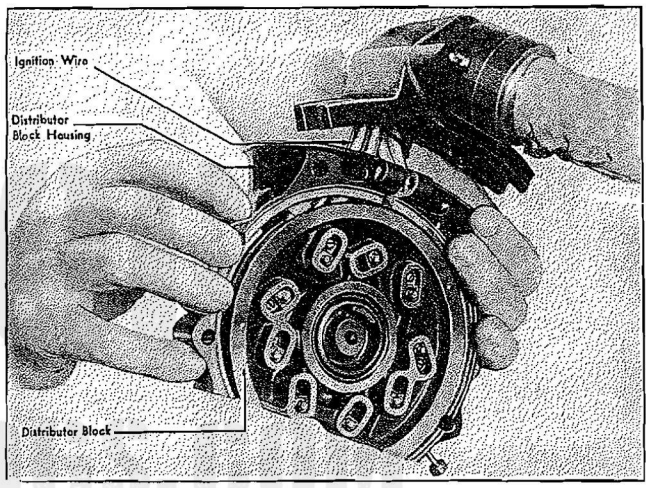
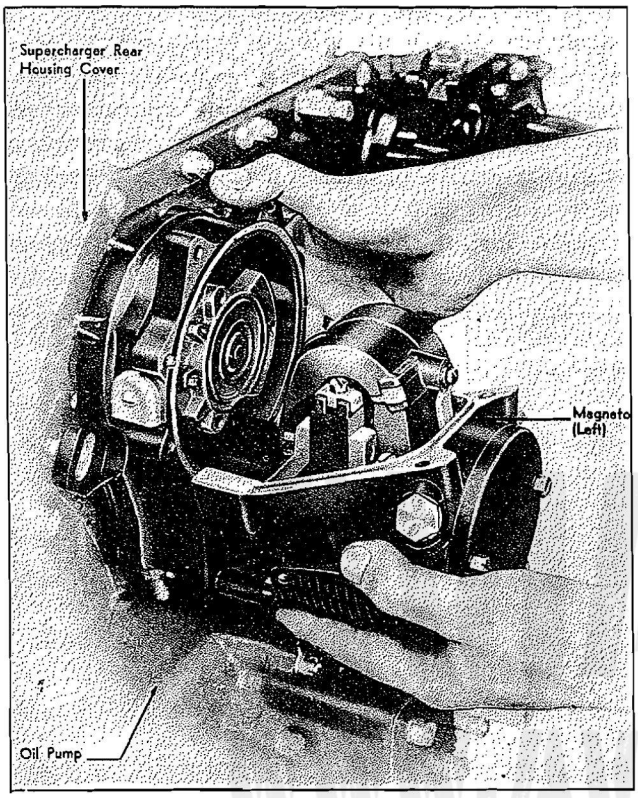

Figure 42—Removing Magneto Block Housing
Figure 43—Removing Magneto
a. Remove the vacuum pump, electric tachometer, and other spare drive accessories, if used, from their respective mounting pads. Remove the generator. Open end wrench (Tool No. 801080) is designed to provide accessibility to the generator attaching nuts. Remove the starter. Box wrench (Tool No. 801081) and open end wrench (Tool No. 84654) are designed to provide accessibility to the starter attaching nuts. Remove the two magnetos in accordance with the following instructions: Remove the six cap screws and lock washers which secure the coil cover to the front end of each magneto, passing through the radio shield assembly. Remove the two cap screws which secure the coil cover to the housing of each magneto at the breaker end of the housing. Lift off the coil covers. Pull the radio shield assembly of each magneto, in which the distributor block is housed, back toward the coil to disengage it from the front end plate of each magneto, and then lift the radio shield assemblies away from the magnetos. Refer to Figure 42. Remove both magnetos. Refer to Figure 43. The radio shield assembly and distributor block of each magneto, and the crossover conduit attached to the two radio shield assemblies, will remain attached to the ignition wiring manifold.